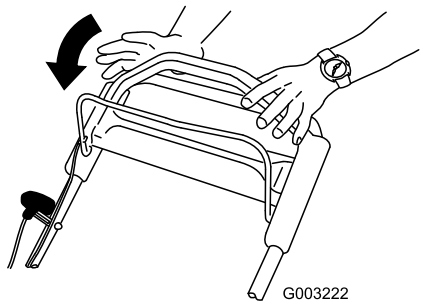

Figura 20
1. Rilasciate la barra di comando della lama (Figura 20).